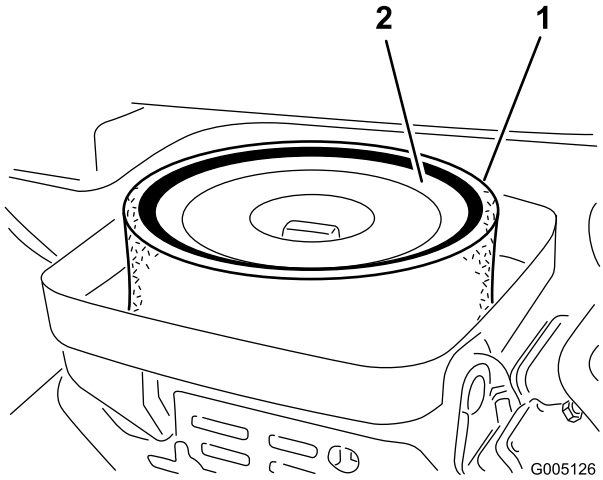

**Figur 44**
3. Ta bort skumgummidelen från pappersinsatsen om den är smutsig (Figur 44). Rengör den ordentligt på följande sätt: